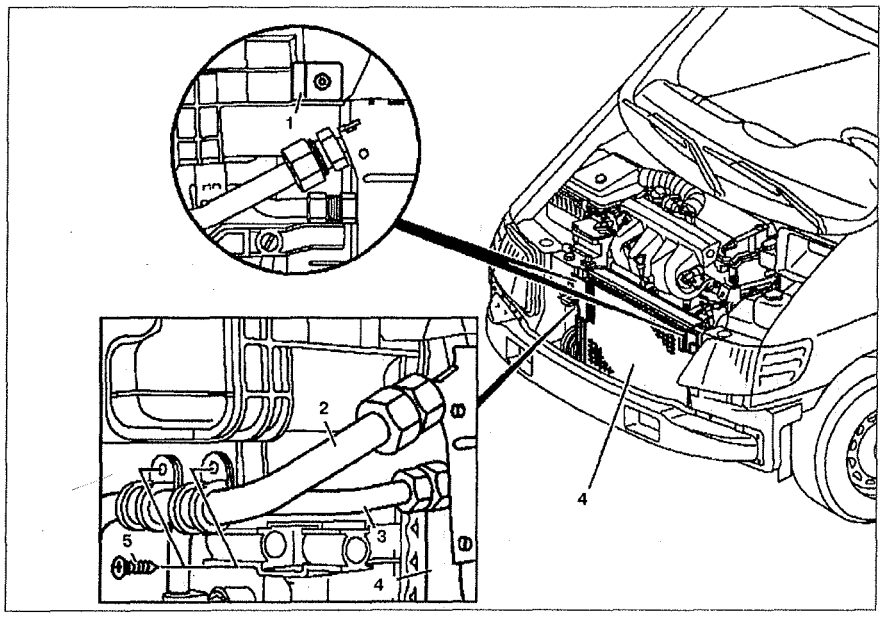

Рис. 10.9. Конденсатор кондиционера:
4. Открутите болт **5** (см.рис.10.9).